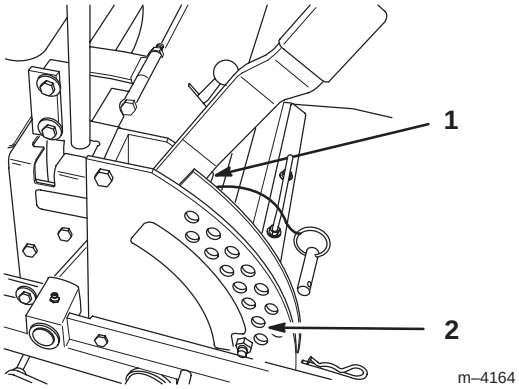

Figure 63
4. Relevez le plateau de coupe en position de transport et détendez les deux grands ressorts de levage du plateau en desserrant l'écrou situé devant chaque ressort (Fig. 63).
5. Placez deux cales de 38 mm (1-1/2") d'épaisseur sous le bord inférieur arrière gauche et droit de la tondeuse. Placez une cale de 57 mm (2-1/4") sous le bord inférieur central avant de la tondeuse. Sélectionnez la hauteur de coupe de 51 mm (2") (Fig. 63).
1. Déplacez le levier de relevage du plateau de coupe à la position de transport (Fig. 63).